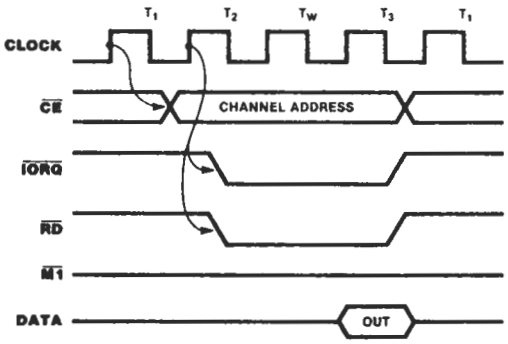

Figure 5a. Read Cycle
**Read Cycle.** The timing signals generated by a Z-80 CPU input instruction to read a Data or Status byte from the Z-80 DART are illustrated in Figure 5a.